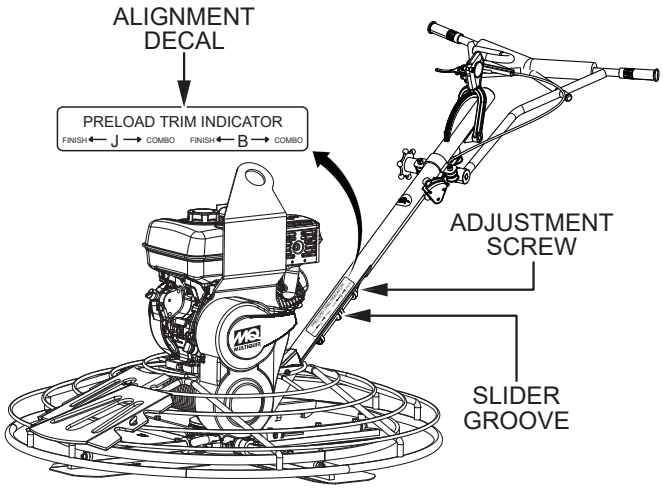

Figure 25. Spring Pre-Load Adjustment
1. Locate the spring pre-load adjustment screw (Figure 25) on the underside of the handle tube.
2. An alignment decal (Figure 25) has been placed on the side of the handle tube to assist the user in the adjustment of the Quick-Pitch™ handle spring. Align the groove on the slider with the letter **'B'** on the decal.